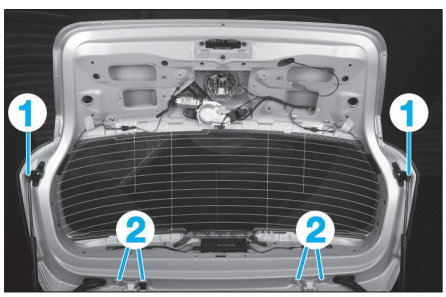

Fig. 166
- les vérins de hayon (1) **(Fig.166)**.